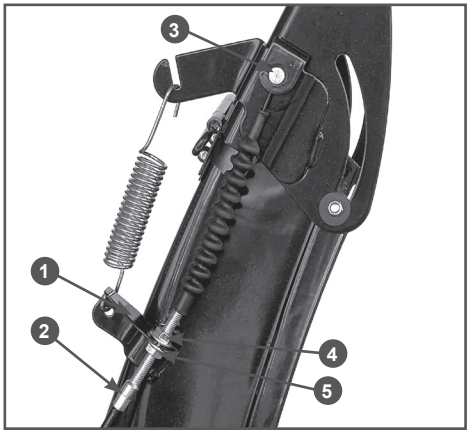

Рис. 6 Установка троса управления дефлектора желоба
e. Установите трос управления дефлектором желоба (Рис. 6):